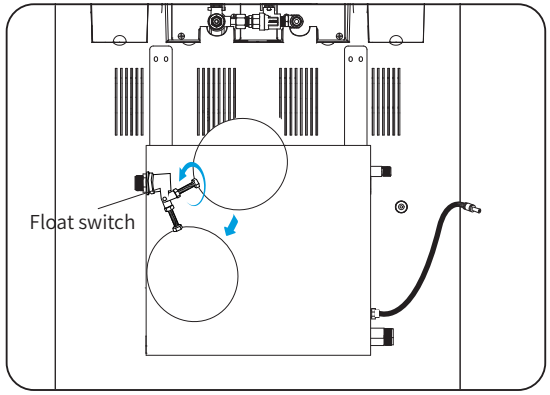

Figure 5
- As shown in Figure 5, install the floating ball on the float switch and tighten it, and keep the floating ball facing down vertically.